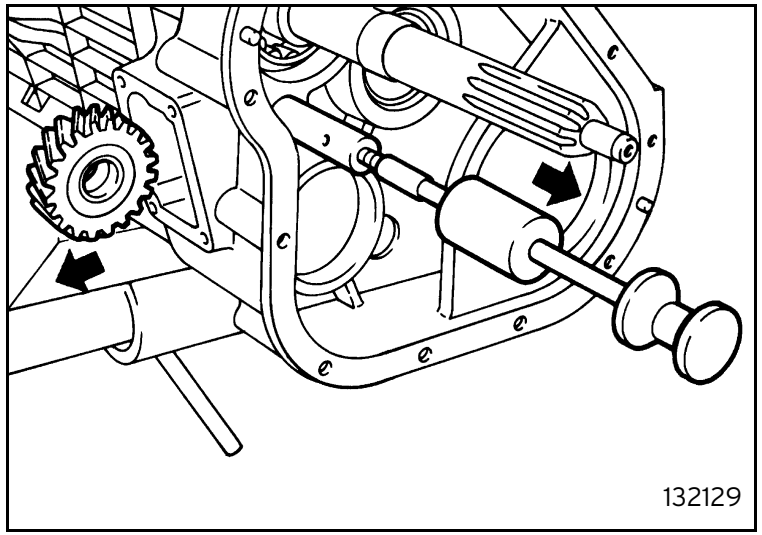

Fig. 29
- using tool 961195024 remove the reversing shaft, at the same time recover the gear from the side opening (figure 29);